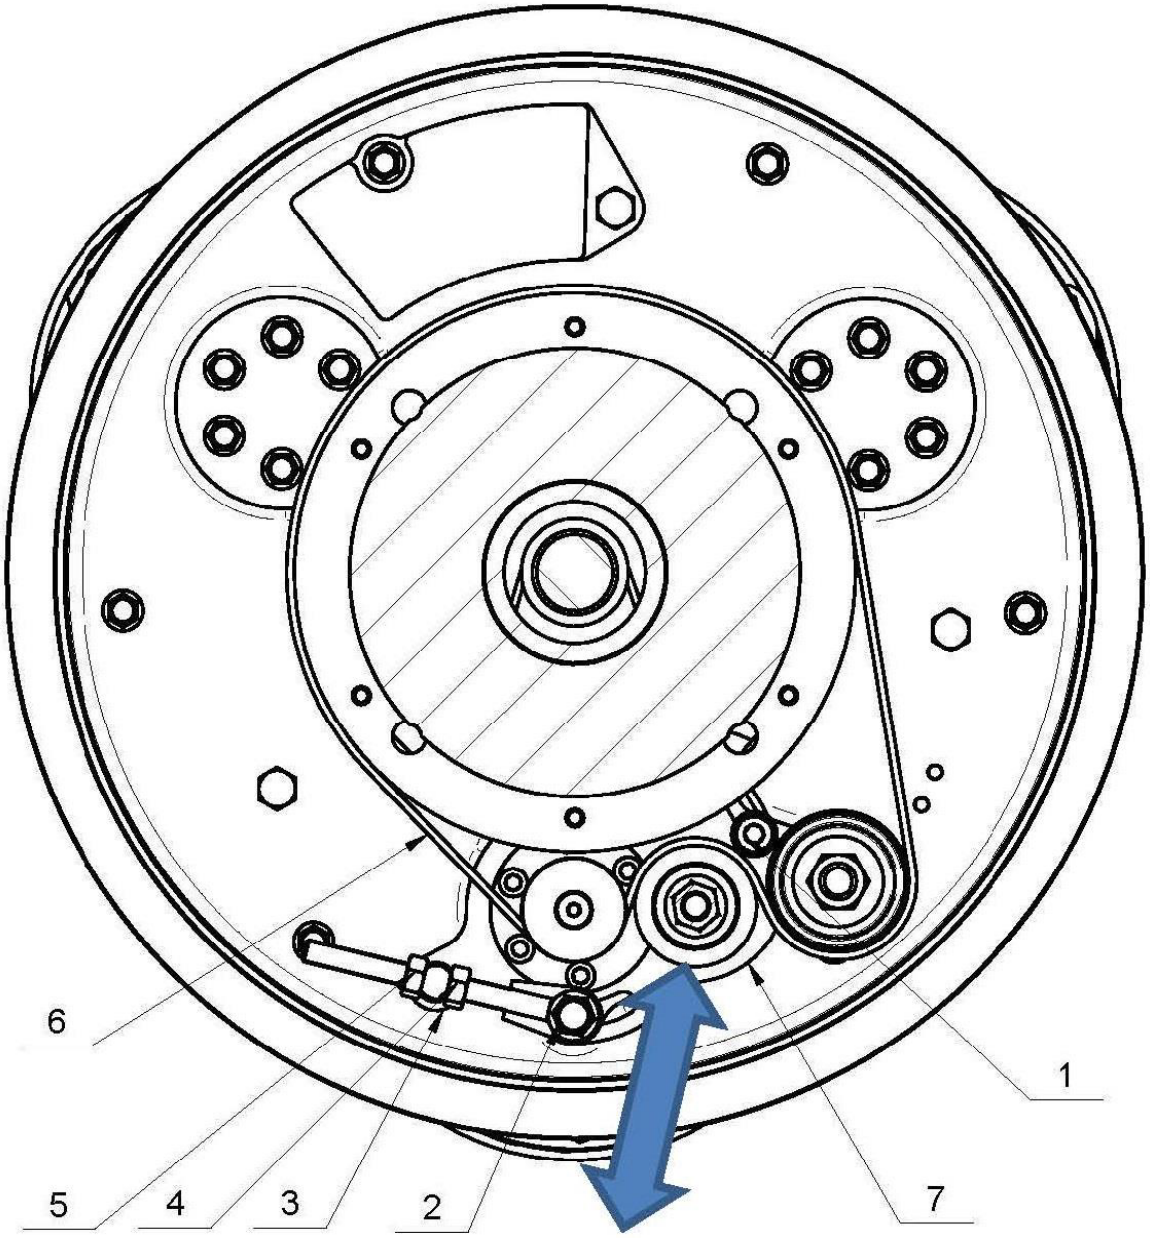

Figure 8.7.1
Unscrew the two bolts (pos.1, pos.2 Fig. 8.7.1) and the nut (pos.3) of the tensioner. Unscrew the stop nuts (pos.4 and pos.5) and turn the tensioner (pos.7) to loosen the belt (pos.6). Take off the old belt. Install the new belt, and replace the bolts and nut. Tension to 300 Hz using frequency tester Opribelt TT3. Do not forget to lock the tensioner.